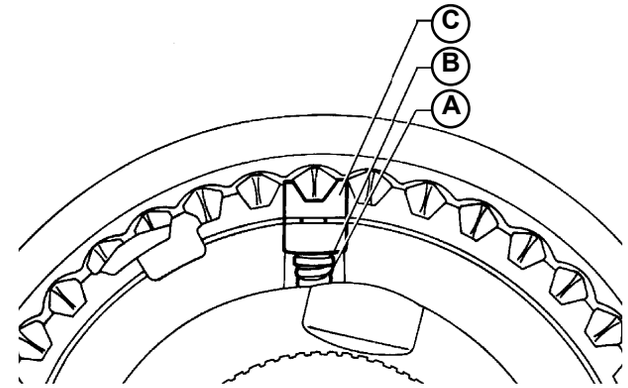

Fig.1
- Assemble the synchronizers inserting in each of the three hub seats at the same time and in this sequence: the spring (**A-Fig.1**), the journal (**B-Fig.1**) and the shoe (**C-Fig.1**) and inserting the engagement sleeve in centered position to hold the components into place; position the toothed ring on each side.